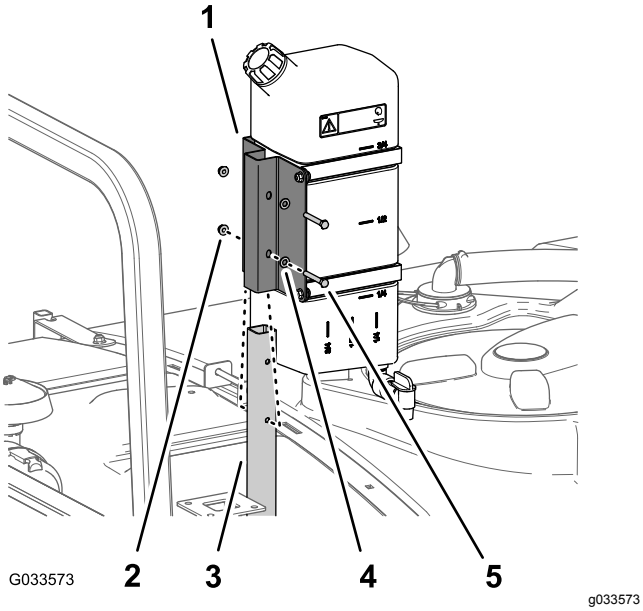

Figur 47
1. Sett sammen ferskvannstanken, og monter støtterøret med de to boltene (5/16 x 2¼ tomme) og de to flenslåsemutterne (5/16 tomme) som vist i Figur 47.